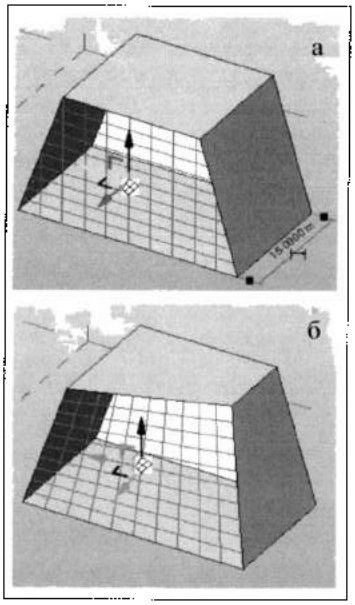

Рис. 14.2. *Нанесение сетки на поверхность*
3. На ленте в разделе **Divide** (Разделить) выбрать **Divide Surface** (Разделить поверхность). На выбранную поверхность будет нанесена сетка. По умолчанию для метрической системы единиц размеры сетки составляют 10×10. Если поверхность плоская, поверхность натягивается на воображаемый прямоугольник, размеры которого соответствуют максимальным размерам выбранной поверхности по обеим координатам (рис. 14.2,а). Если поверхность не плоская, то сетка вписывается в эту поверхность (рис. 14.2,б).